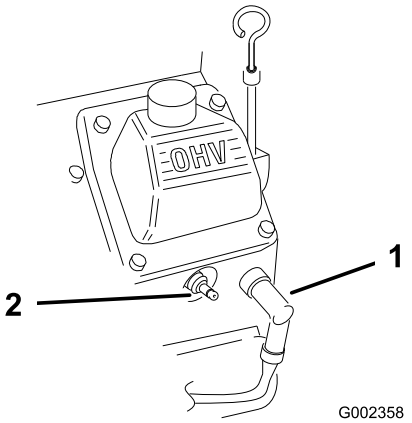

Figuur 24
2. Maak de bougiekabels los van de bougies (Figuur 24).